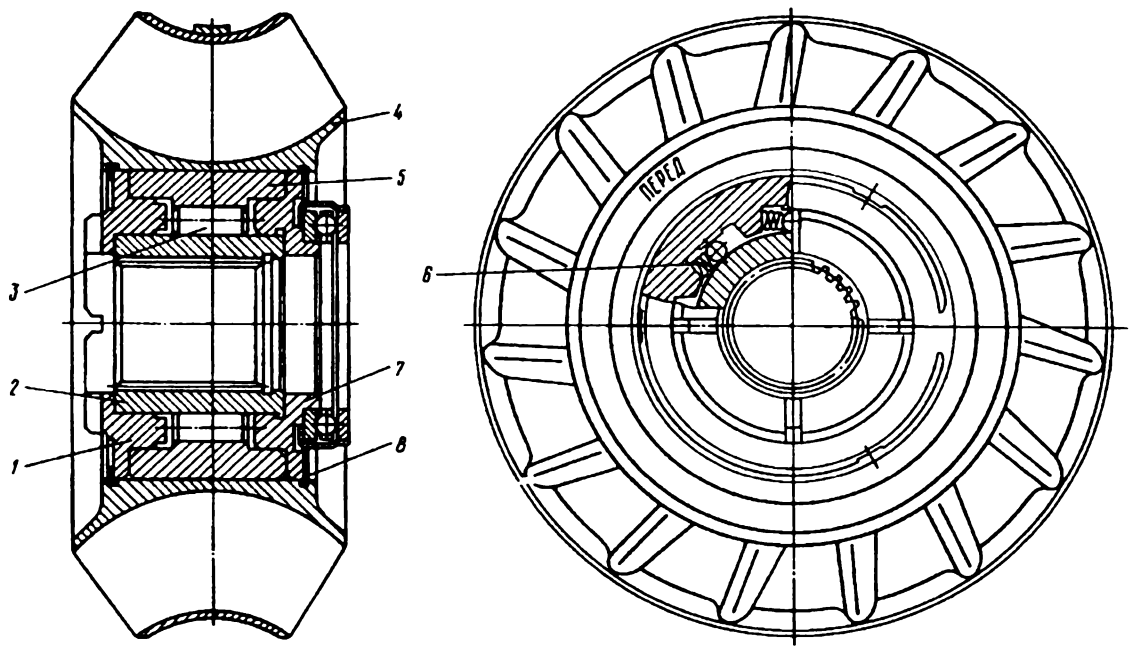

Рис. 90. Статор:
6. Выньте статор гидротрансформатора с муфтой свободного хода в сборе (рис. 90).
2. Вставьте в статор, со стороны, не имеющей надписи „Перед", заднюю крышку 7 (рис. 90) муфты свободного хода с шариковым подшипником и установите стопорное кольцо.